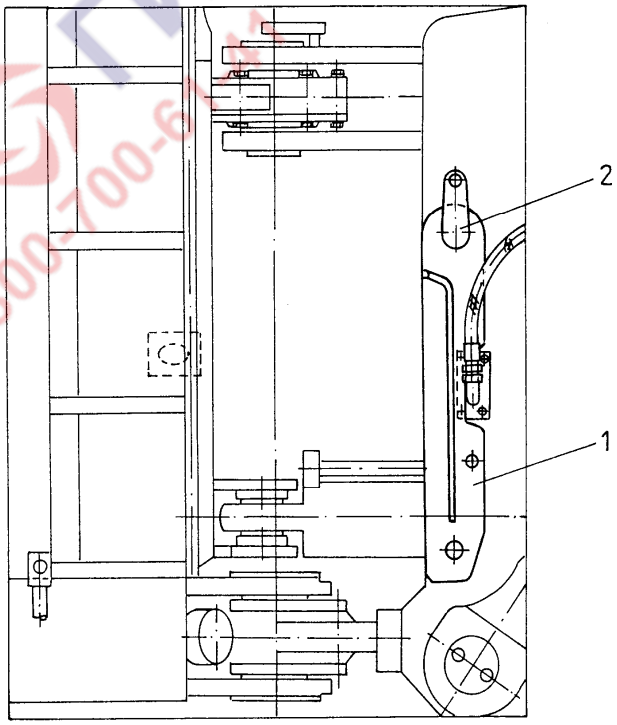
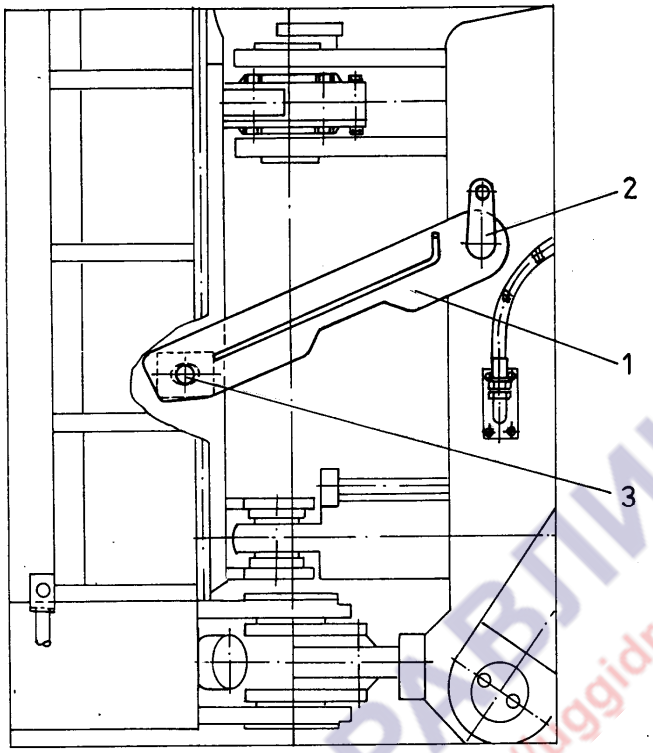

Рис. 3.1. Соединитель и шкворень в нейтральном положении
Рис. 3.2. Соединитель и шкворни в положении блокировки рам
С правой стороны рамы погрузчика закреплены соединитель, шкворень и болт (Рис. 3.1. и 3.2.) блокировочного приспособления передней и задней рам. Используется это приспособление для блокировки передней и задней рам погрузчика, для предотвращения случайного поворота погрузчика при его обслуживании и при подъеме подъемным устройством при помощи строп.
Перед эксплуатацией машины, соединитель необходимо закрепить в нейтральном положении так, как это показано на Рис. 3.1. Соединитель или шкворень, имеющие трещины или изгибы должны быть немедленно отремонтированы, а утерянные – восполнены для того, чтобы обеспечить возможность блокировки рам (Рис. 3.2.).
3. Перед перегоном необходимо установить рычаги управления рабочим оборудованием в нейтральное положение и разблокировать шарнир передней и задней рам путем установки соединителя рам в нейтральное положение так, как это показано на Рис. 3.1.